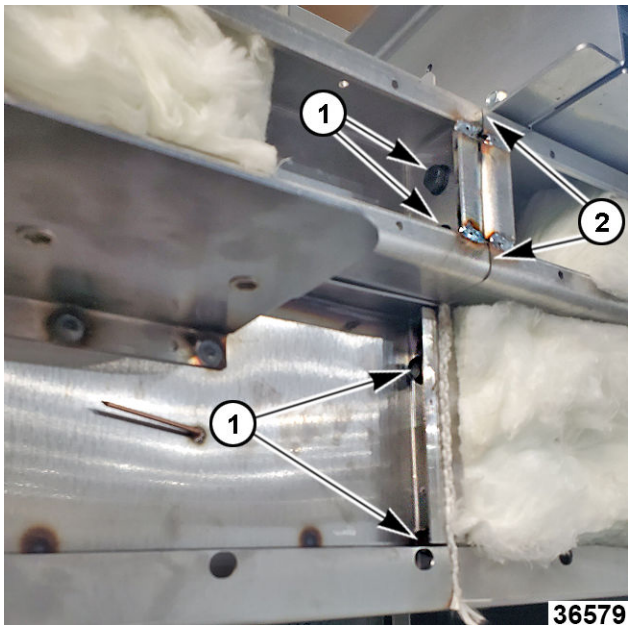

Fig. 17
8. Install 5/16-18 x 1" gimlet screws (1, Fig. 17) in upper and lower header connections.
NOTE: Ensure oven sections' upper header front surfaces (2, Fig. 17) are flush.